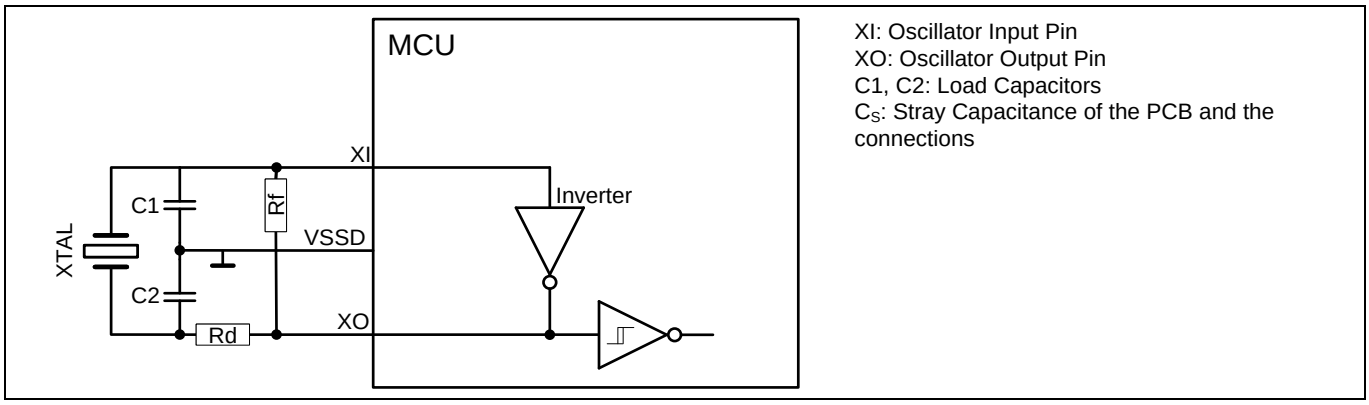
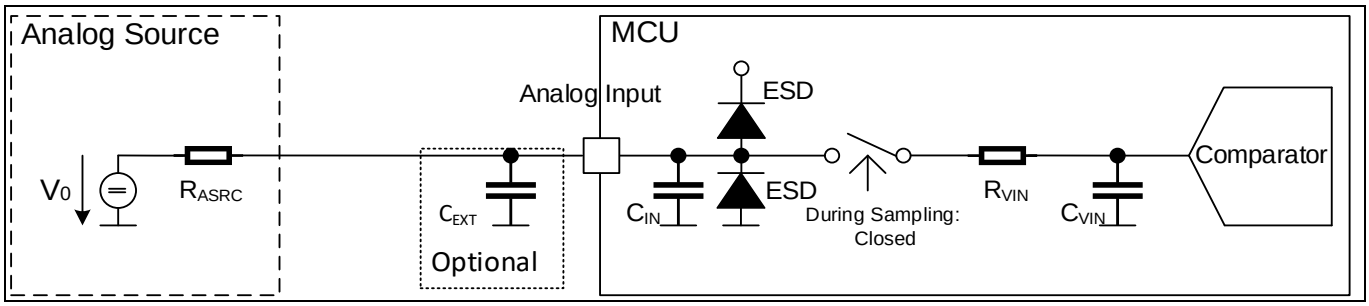

Figure 35 Principle setup of an external oscillator circuit
Figure 38 Analog with optional external buffer capacitor
*Note: **Figure 35** to **Figure 38** showing the implementation of oscillators in the family and trimming features discussed in this application note might differ from the dedicated device **architecture TRM**. Due to different trimming features, external BOM cost can be reduced in the ECU design.*
Figure 35 shows the principle of an external oscillator circuit. The feedback resistor (Rf) is required to make the inverter act as an amplifier. Optionally, a damping resistor (Rd) is required for drive level (DL) reduction. If the DL is too strong, the crystal can be damaged over life time. The load capacitance C_L is the terminal capacitance
Figure 38 shows a principle circuit between the sensor, the analog source V_0, and the analog input.